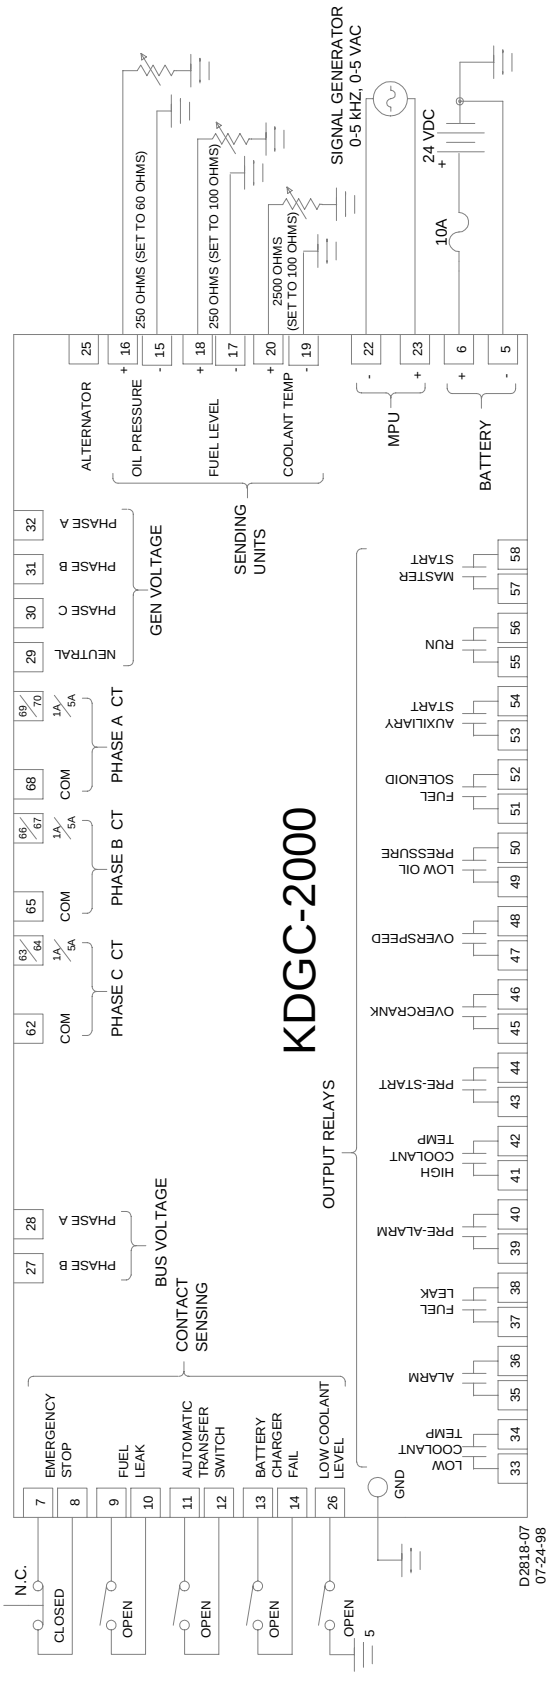

Figure 5-1. Test Set Diagram
Step 1. Connect the KDGC-2000 test setup as shown in Figure 5-1.